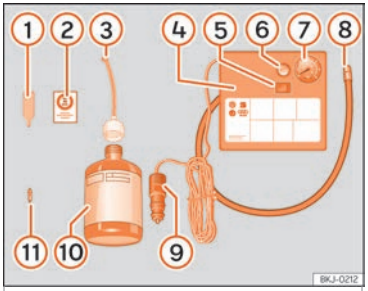

Fig. 39 Représentation standard : contenu du kit anticrevaison.
Le kit anticrevaison se trouve dans le coffre à bagages, sous le revêtement de plancher. Il inclut les composants suivants ››› **fig. 39** :
- Dévissez le capuchon et l'obus de la valve du pneu. Utilisez l'appareil ››› **fig. 39** (1) pour extraire l'obus. Placez-le sur une surface propre.
- Agitez fortement la bouteille de produit de colmatage des pneus ››› **fig. 39** (10).
- Vissez le tuyau de gonflage ››› **fig. 39** (3) sur la bouteille de produit de colmatage. Le plombage du goulot de la bouteille est automatiquement percé.
- Retirez le bouchon du tuyau de remplissage ››› fig. 39 ③, puis vissez l'extrémité ouverte du tuyau sur la valve du pneu.
- Placez de nouveau l'obus de valve sur la valve du pneu avec l'outil ››› fig. 39 ①.
- Vissez le tuyau de gonflage du pneu du compresseur ››› fig. 39 ⑧ sur la valve du pneu.
- Vérifiez si la vis d'évacuation d'air est serrée ››› fig. 39 ⑥.
- Branchez le connecteur ››› fig. 39 ⑨ à une prise de courant de 12 volts du véhicule ››› page 168.
- Raccordez le compresseur d'air au commutateur ON/OFF ››› fig. 39 ⑤.
- Collez l'autocollant ››› fig. 39 ② sur le combiné d'instruments, dans le champ de vision du conducteur.
Revissez le tuyau de gonflage ››› fig. 39 ⑤ et vérifiez la pression du manomètre ⑥.